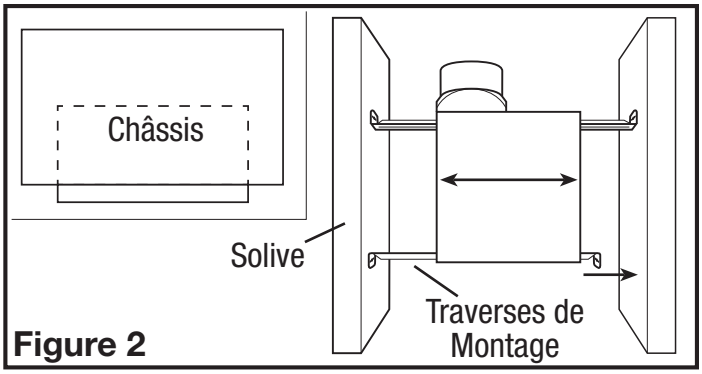
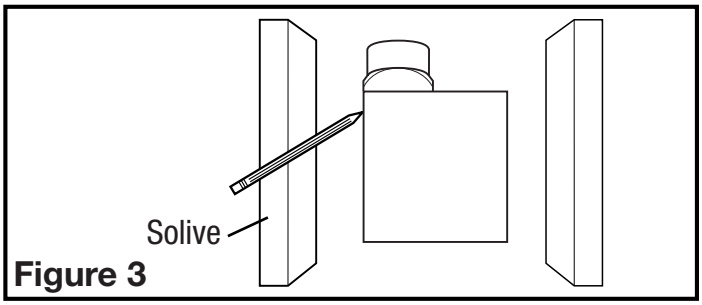

Figure 2
Figure 3
1. Installez les rails dans le canal de montage sur le boîtier. Centrez le canal de montage dans les fentes sur le boîtier, puis de l'intérieur du boîtier, serrez les vis montage de sorte que le canal soit bien en place. Placez le boîtier à côté de la solive. Aligner le châssis pour qu'il soit de niveau avec le plafond fini. Fixez les extrémités des rails aux solives avec des vis ou des clous (non inclus) et glissez le boîtier dans la position finale **(Figure 2).**
1. Placer le boîtier en place entre les solives et tracez un contour sur le matériel du plafond **(Figure 3).** Mettez le boîtier de côté et découpez l'ouverture, en faisant attention de ne pas couper ou endommager les installations électriques ou d'autres utilités masquées. Installez les rails dans le canal de montage sur le boîtier. Centrez le canal de montage dans les fentes sur le boîtier, puis de l'intérieur du boîtier serrez les vis de montage de sorte que le canal soit bien en place. Positionnez le boîtier dans le trou préalablement découpé de sorte qu'il soit aligné avec le plafond fini. Fixez les extrémités des rails aux solives **(Figure 2).**